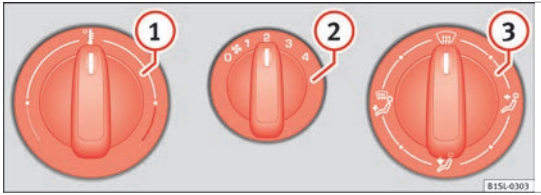

Fig. 139 In the centre console: Heating and ventilation system rotary control
- Set fan ››› **Fig. 139** (2) to setting 1 or 2.
- Turn the temperature control ››› **Fig. 139** (1) to the centre position.
- Turn the air distribution control ››› **Fig. 139** (3) to the defrost position.